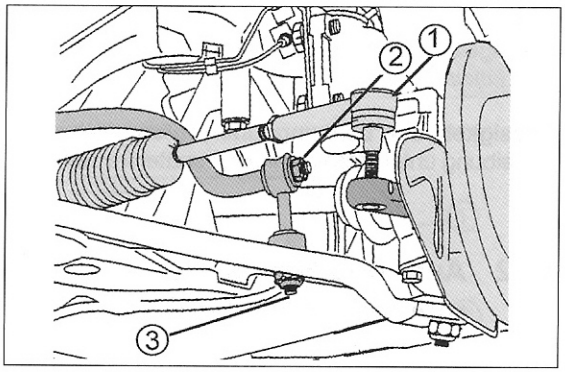

Bild 269
- Die Koppelstangen des Kurvenstabilisators auf beiden Seiten des Fahrzeuges lockern. Dazu werden die beiden Muttern (2) und (3) in Bild 269 gelöst.